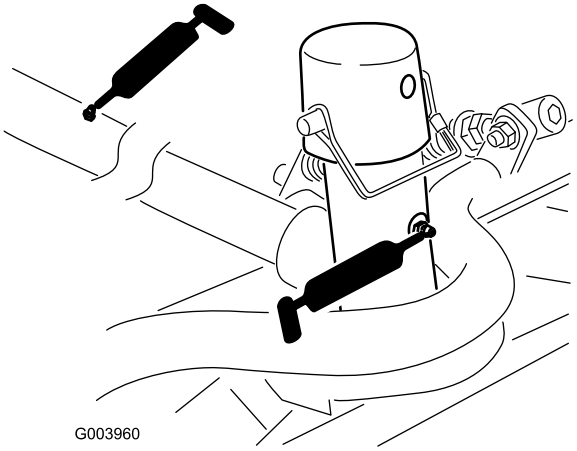

Figuur 47
- Draagframe en draaipunt van maaidek (2 elk) (Figuur 47)